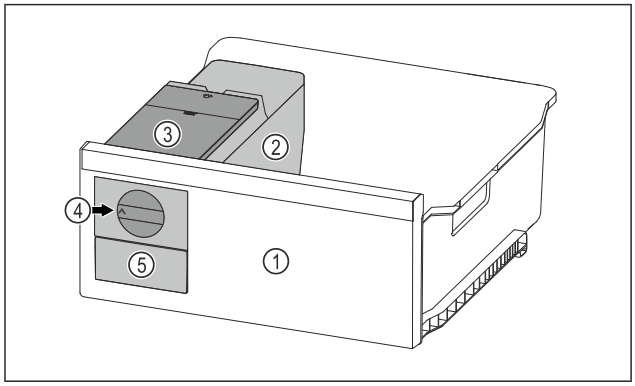

Fig. 97 Simbolična slika
▶ Vrtljivi gumb *Fig. 97 (4)* obrnite do konca v smeri urinih kazalcev.
▷ Kocke ledu iz posode za ledene kocke padajo v predal za ledene kocke *Fig. 97 (5)*.